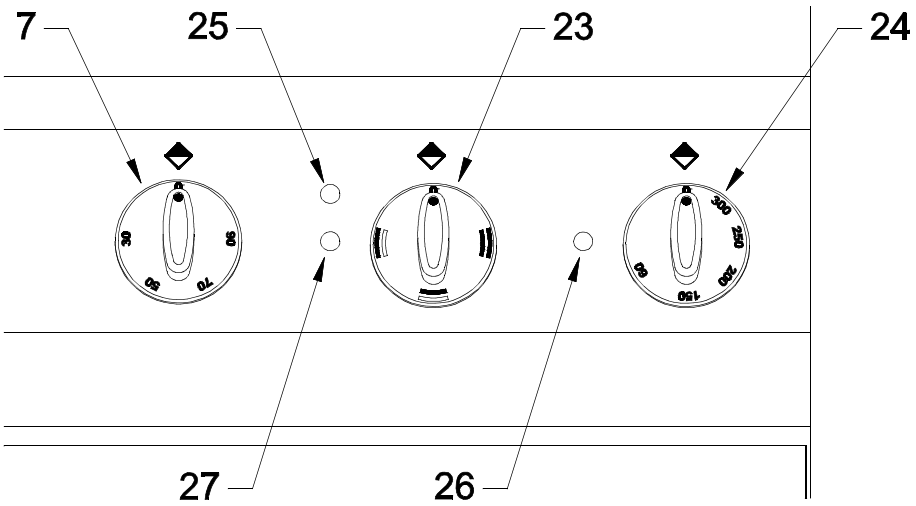

Fig. 5
Select the required heating direction using the knob shown as item 23 in Fig. 5. The power indicator light (item 25) will come on. Set the cooking chamber temperature by turning the operating thermostat knob clockwise (item 24). The heating elements will start operating and both the power indicator light (item 25) and the oven operation indicator light (item 26) will light up. The operation indicator light will go out as soon as the set temperature is reached. Oven temperature can be set from 50°C to 300°C and to any value in between.
Select the desired temperature using the hot cupboard knob (item 7 in Fig. 5). The heating elements will start operating and the operation indicator light (item 27 in Fig. 5) will come on. This indicator light will go out as soon as the set temperature is reached. Hot cupboard temperature can be set from 30°C to 90°C and to any value in between.